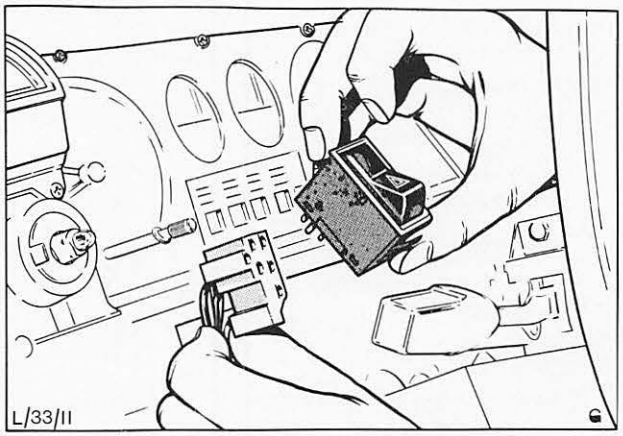

Abb. 8 Warnblinkschalter und Mehrfachstecker
6. Mehrfachstecker abziehen und Schalter entfernen, Abb. 8.